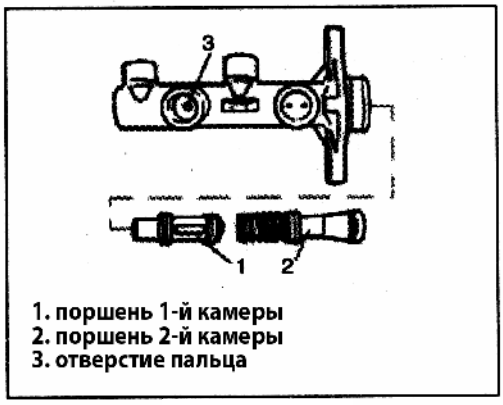

Рис. 696
1) Нанесите тормозную жидкость на стенки цилиндра и на поршень. Вставьте 2-й поршень во 2-ю камеру (Рис. 696).